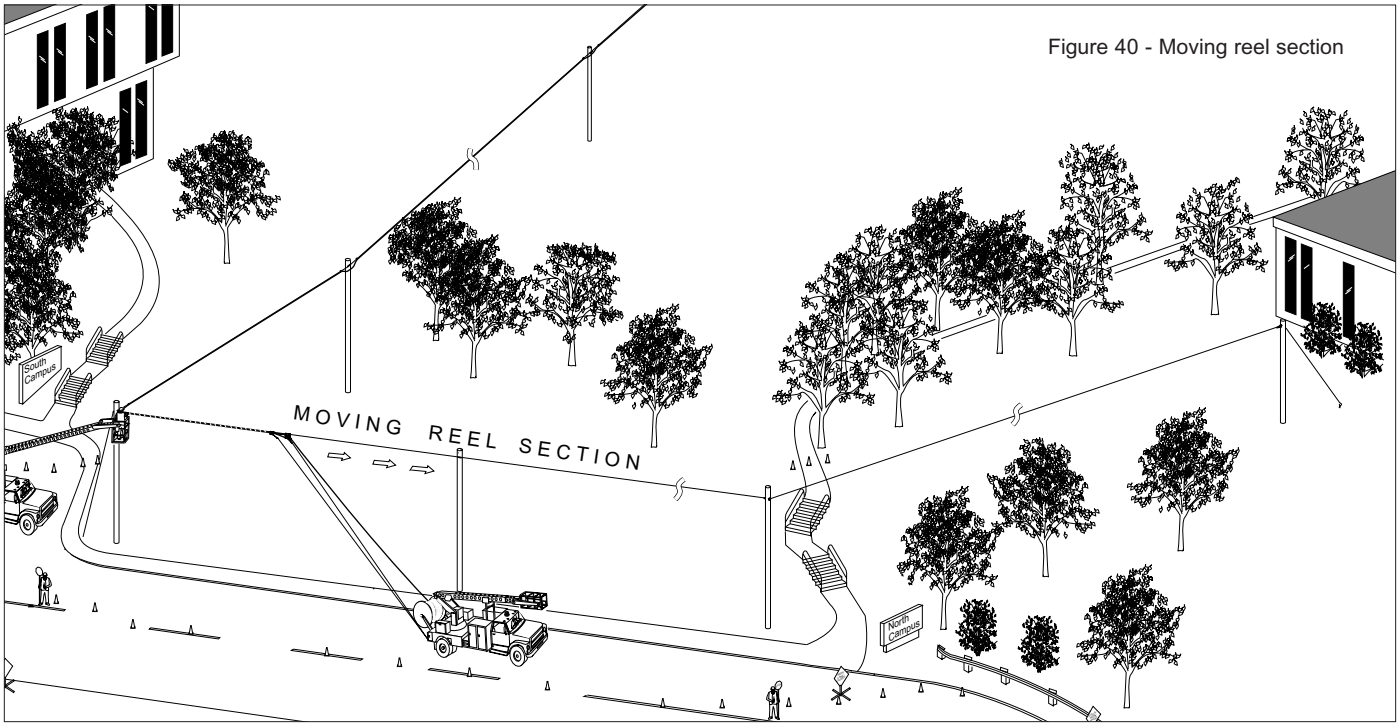

Figure 40 - Moving reel section
8.3 Following placement and lashing of this section, install the vehicle-accessible remainder of the cable route with the moving reel method (Figure 40).